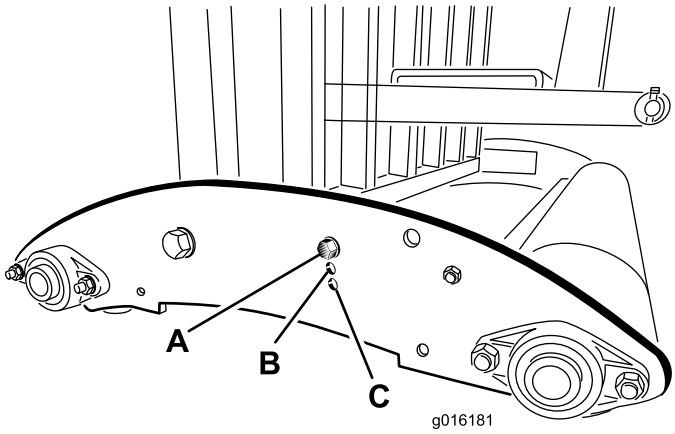

Rysunek 30
**Informacja:** W przypadku modeli SR54-S oraz SR70-S, jeżeli głębokość dla aeratora jest ustawiona w pozycji A, zamontuj końce rur do dolnych otworów montażowych płyty bocznej Rysunek 30). Użyj górnych otworów montażowych, jeżeli głębokość ustawiona jest w pozycji B lub C.